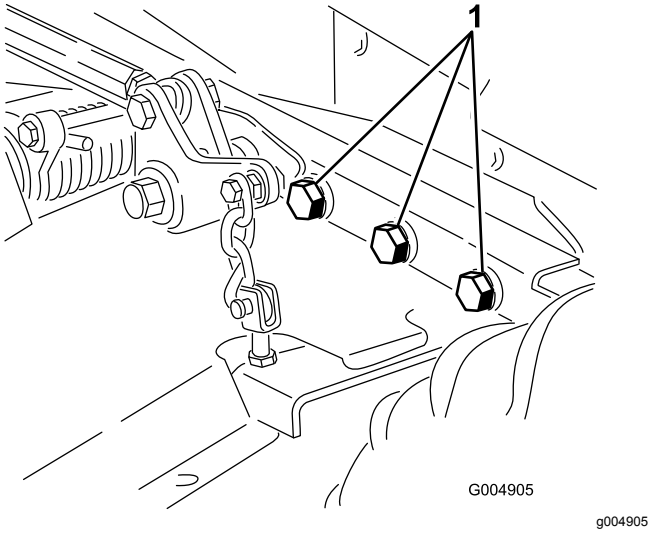

**Bild 59**
5. Prüfen Sie auf lockere Befestigungsteile und ziehen diese bei Bedarf fest. Ziehen Sie die sechs Schrauben, mit denen der Mähwerkrahmen an der Zugmaschine befestigt ist, bis auf 395 N·m an (Bild 59).